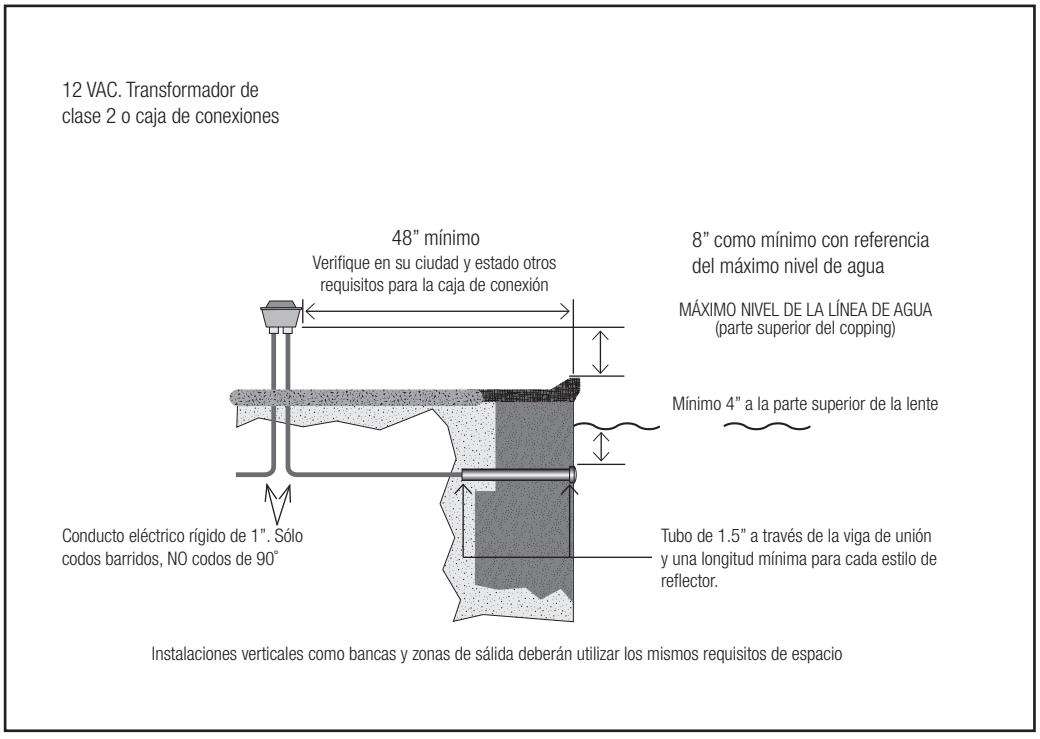

Figura 1: Instalación del reflector sin nicho ARA LED con accesorio de plástico estándar de 1.5"
NOTA: Un electricista con licencia debe completar los siguientes pasos de preparación antes de que se instale la lámpara (consulte la figura 1)
1. La caja de conexiones o el transformador de bajo voltaje deben ubicarse al menos ocho (8) pulgadas (medido desde el interior de la parte inferior de la caja de conexiones o transformador) por encima del nivel máximo de agua, o al menos cuatro (4) pulgadas sobre el nivel del suelo o de la cubierta de la piscina, lo que sea mayor. La caja de conexiones o el transformador también se deben instalar al menos cuarenta y ocho (48) pulgadas (4 pies) desde el borde de la piscina. (ver figura 1).
2. Se debe instalar un accesorio de pared/retorno de plástico estándar de 1.5" (no incluido) de modo que el borde superior de la lente del reflector sin nicho ARA LED esté al menos cuatro (4) pulgadas (10.2 cm) por debajo de la superficie del agua de la piscina.